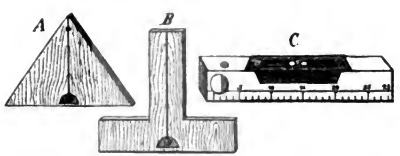
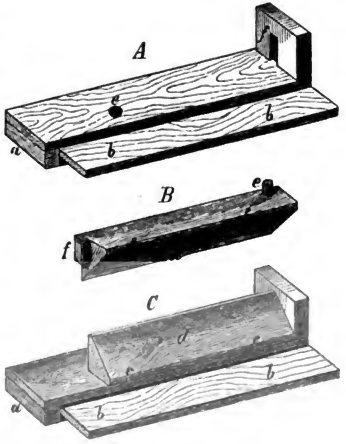

Abb. 10 *A*, *B*, *C*.
Abb. 17.
5. Die Setzwage ist entweder ein Dreieck (Abb. 10 *A*), oder hat die Gestalt wie Abb. 10 *B*. Sie dient dazu, die wagerechte Lage eines Gegenstandes zu bestimmen. Sie ist von Holz und so stark, daß sie mit der untern Fläche senkrecht auf dem zu prüfenden Gegenstande selbständig stehen kann. Von der Spitze (Abb. 10 *A*) oder von oben in der Mitte (Abb. 10 *B*) hängt der Faden des Senkbleies an einem vertieften Strich herunter. Unten ist ein Ausschnitt, in welchem das Bleigewicht sich frei bewegen kann und dadurch die Abweichungen von der horizontalen Richtung angibt. Zu noch feinerer Bestimmung der wagerechten Lage eines Gegenstandes dient die Wasserwage oder Libelle. Es ist dies ein 10 Centimeter langer Glaszylinder in einer Blechkapsel, welche in der Mitte einen Ausschnitt hat. Das Glas selbst ist mit Spiritus gefüllt, jedoch so, daß eine Luftblase übrig bleibt. Legt man nun diese Wage auf einen wagerechten Gegenstand, so steht die Luftblase an einem genau in der Mitte befindlichen Zeichen. Eine Wasserwage andrer Konstruktion s. Abb. 10 *C*.
(Abb. 15). Die Schneidemühlen liefern Bretter von so gleichmäßiger Stärke und Glätte, daß man nur das Abziehen mit der Ziehklinge und Abreiben mit feinem Sandpapier nötig hat, um saubere Arbeiten zu ermöglichen. Beim Abziehen, welches vor oder nach dem Zuschneiden geschehen kann, wird das Brett mit der Leimzwinge flach auf die Tischplatte geschraubt und die Ziehklinge so geführt, wie bei der Besprechung derselben (Abb. 4) angegeben worden ist. Nach dem Zuschneiden (Abb. 5*E*), bei welchem etwas Holz zugegeben worden ist, wird die genaue Größe auf dem Brettstück vorgezeichnet. Es sind nun noch die Kanten zu hobeln, und dies geschieht am leichtesten mit dem Hobel in der Stoßlade. Dieselbe hat die Gestalt wie Abb. 16 und wird mit ihren schmalen Seiten zwischen die Bankeisen der Hobelbank gespannt. Bei dem Hobeln der Kanten wird das Brett auf die Fläche der Stoßlade gelegt, an dem Klötzchen vorn angestemmt und der Hobel auf der vorstehenden, aber niedriger gelegenen Leiste hingeführt. Daß hierbei der Hobel nicht wie gewöhnlich, sondern auf die rechte Seite gelegt geführt wird (s. Abb. 10*B* der Laubsägearbeiten), versteht sich von selbst. Sollte jedoch vom Gebrauch der Hobelbank ganz abgesehen werden, so empfehlen wir als Ersatz für dieselbe folgende Form der Stoßlade. In Abb. 17*A* befindet sich ein Klotz *a*, welcher dazu dient, die Stoßlade vorn an der Tischkante festzuhalten, wenn die Hobelstöße ausgeführt werden. Das Brett wird hierbei auf die Fläche gelegt, wo sich das Loch *e* befindet, und der Hobel auf dem
Tische *bb* so geführt, daß die Schneide des Eisens an der Kante des aufgelegten Brettes arbeitet. Soweit unterscheidet sich diese Stoßlade eigentlich nicht wesentlich von derjenigen Abb. 16. Sollen aber die Brettchen z. B. eines Kastens auf Gehrung gehobelt werden, damit die vier senkrechten Kanten des Kastens schräg zusammengeleimt werden können, oder sind sechs- oder achtseitige Kästen anzufertigen, so macht sich die übrige Einrichtung unsrer Stoßlade in einer sehr vorteilhaften Weise geltend. Das Prisma *B* (Abb. 17), welches hier in umgekehrter Lage gezeichnet ist, wird mit seinem Zapfen *f* in das Loch *f* des Klotzes der Stoßlade gesteckt und nach diesem der Pflock *e* in das entsprechende Loch. Ist dies geschehen, so sitzt das Prisma fest auf der Stoßlade, wie Abb. 17 *C* darstellt. Die Fläche *d d* des Prisma bildet mit seiner Grundfläche den Gehrungswinkel. Beträgt derselbe 45 Grad, so eignet er sich für die Zusammensetzung viereckiger Kasten, gleichviel, ob sie rechteckig oder quadratisch sind. Es ist leicht einzusehen, daß je nach Bedürfnis verschiedene Prismen, z. B. solche im Winkel von 60 Grad für sechseckige Kasten u. s. w., auf eine und dieselbe Stoßlade gesetzt werden können. Zu bemerken ist noch, daß die auf Gehrung zu hobelnden Bretter vorher genau winklig auf der Stoßlade *A* vorzurichten sind. Darauf wird jedes betreffende Brett auf die Fläche *d d* so fest aufgelegt, daß es vorn an dem Klotz und mit der Kante, welche abgeschrägt werden soll, unten an der Kante *c c* genau anliegt. Wird nun der Hobel geführt, so muß oft nachgesehen werden, damit man genau dann mit Hobeln aufhört, wenn die untere Flächenkante erreicht ist. Beim Leimen setze man zuerst die vier Seitenteile zusammen und nie den Boden des Kastens eher darauf, als bis das vorher Geleimte vollkommen trocken ist. Diese Stoßlade mit den Prismen muß sehr genau gearbeitet sein und von einem gewissenhaften Tischler bezogen werden.